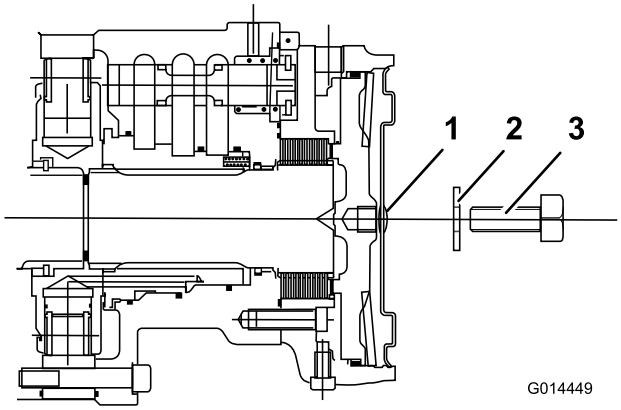

Figur 42
4. Monter en M12 x 40 mm lang settskrue med skive i hullet i midten av motorendeplaten (Figur 42).
5. Stram til settskruen i det gjengede hullet i bremsestempelet til bremsen frigjøres (Figur 42).
6. Identifiser bremseskiveenheten på venstre forhjulsmotor, og gjenta prosedyren som beskrives over (Figur 42).